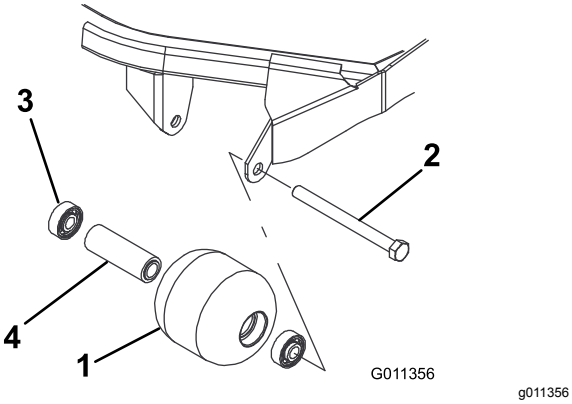

Figuur 91
1. Verwijder de montagebout van de rol (Figuur 91).
4. Controleer de rolbehuizing, de lagers en het afstandsstuk van het lager op schade (Figuur 91). Vervang beschadigde onderdelen en zet de rolconstructie weer in elkaar.
1. Druk het eerste lager in de rolbehuizing (Figuur 91). Druk alleen op het buitenste loopvlak of druk evenwijdig op het binnen- en buitenloopvlak.
2. Plaats het afstandsstuk (Figuur 91).
3. Druk het tweede lager in de rolbehuizing (Figuur 91) en druk evenwijdig op het binnen- en buitenloopvlak totdat het binnenloopvlak in contact komt met het afstandsstuk.